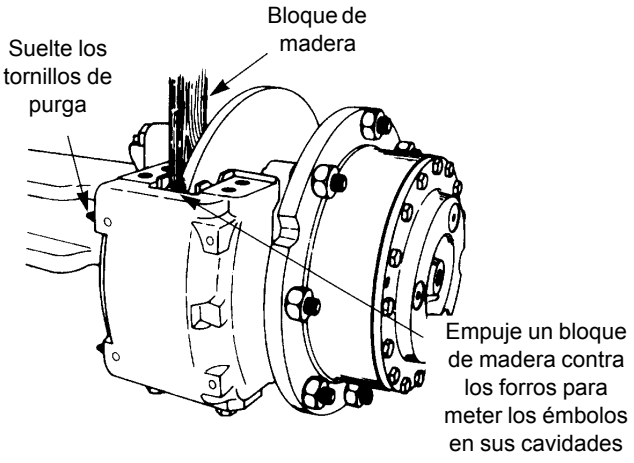

FIGURA 8-13
4. Utilice un pedazo de madera como palanca contra los forros para empujar los émbolos hasta meterlos completamente en la caja. Apriete los tornillos de purga (Figura 8-13).